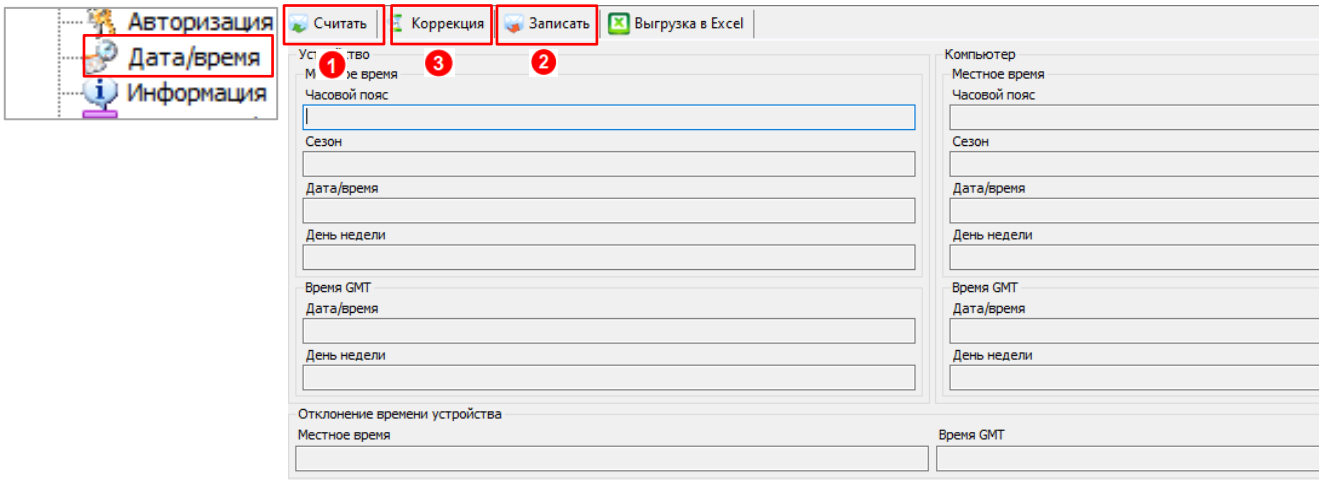

Рисунок 194
Доступна запись текущей даты и времени (по часам ПК) на вкладке «*Дата/время*» *(2)* (см. рисунок 194).
Коррекция времени выполняется на вкладке *«Дата/время»*, нажатием на кнопку *«Коррекция времени» (3)* (см. рисунок 194).